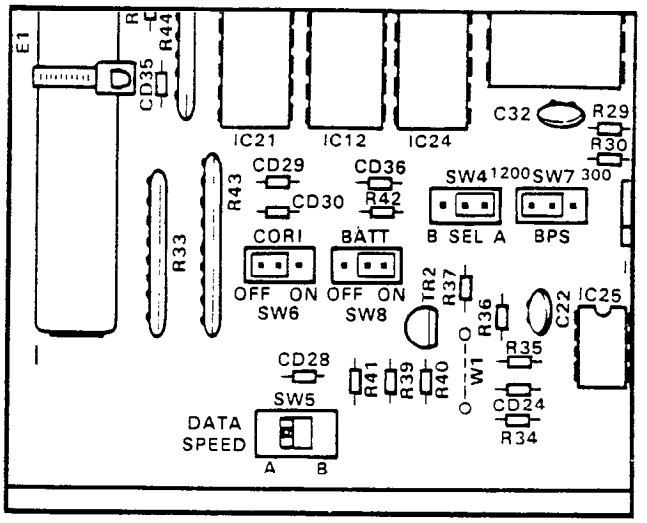

FIGURE 36—HSMB STRAPS and SWITCHES
09.64 Option Switches: Remove the HSMB cover and locate the various straps and switches (Figure 36) and perform the following
1) Verify that the battery is connected on the HSMB (Figure 36).